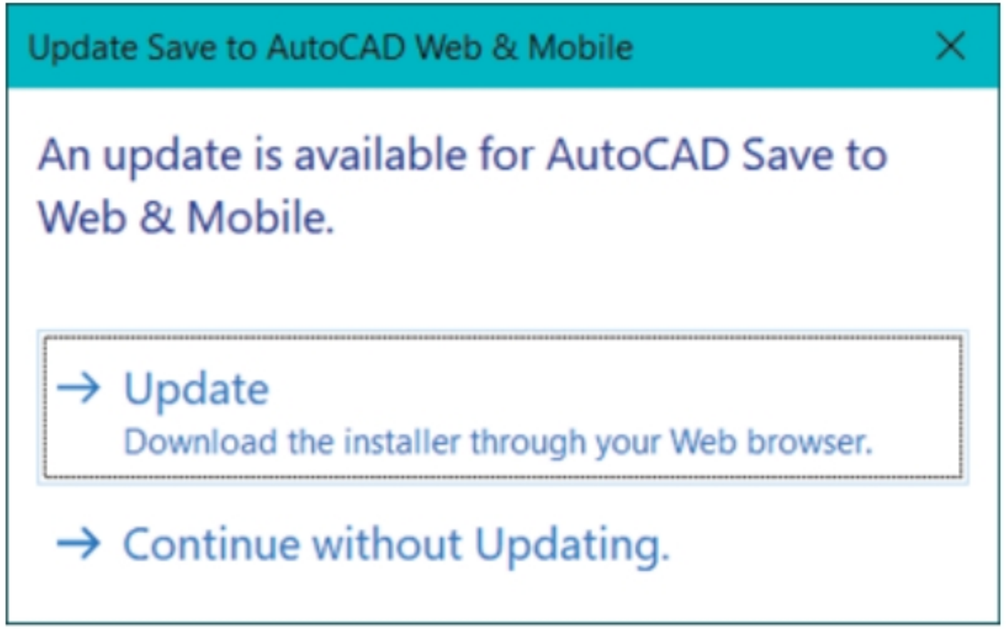

Figure-39. Update Save to AutoCAD Web & Mobile dialog box
- Click on **Drawing from AutoCAD Web & Mobile** option from the **Open** cascading menu of the **Application** menu. An update dialog box will be displayed; refer to Figure-39.